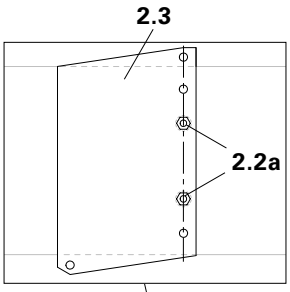
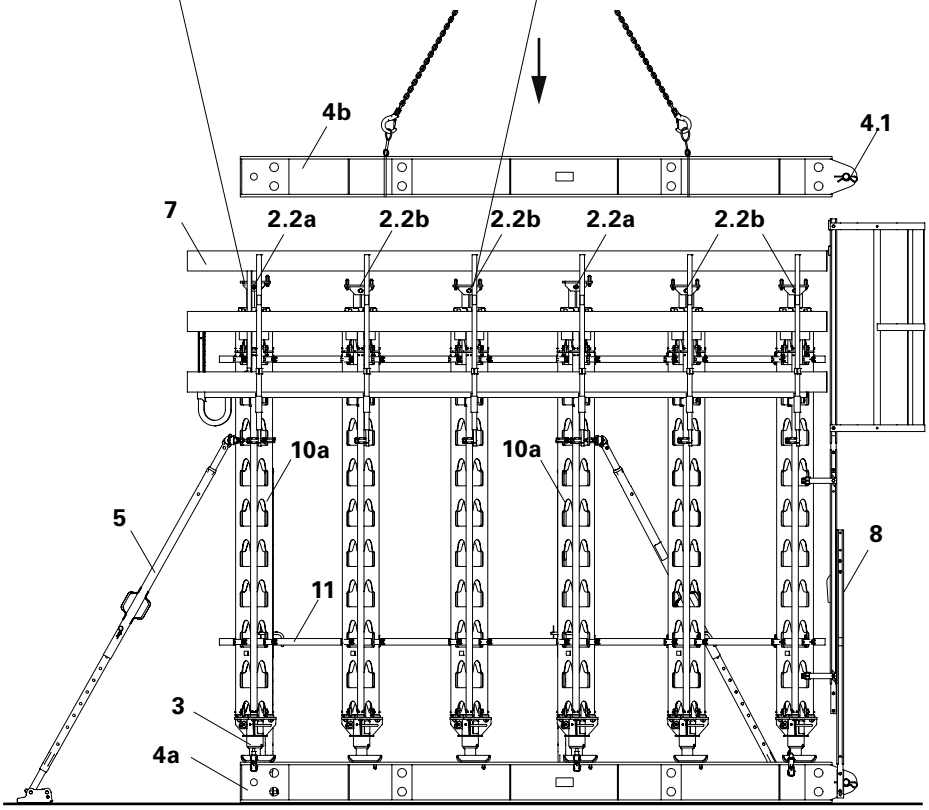

Fig. A3.05a
Fig. A3.05
- All Lowering Devices HDA (3) must be fully extended before levelling the Main Beam! (Fig. A3.05)
2. Position primary props (10a) and fix on the inside with centering bolts (2.2a). (Fig. A3.05 + Fig. A3.05a)
If a second main beam frame is assembled which is connected to the first, the Main Beams (4b) must be connected to each other before mounting the Main Beam Clamps in the main beam axis and connected to each other using Bolts Ø 50 x 330 (4.1) and levelled. (Fig. A3.05)